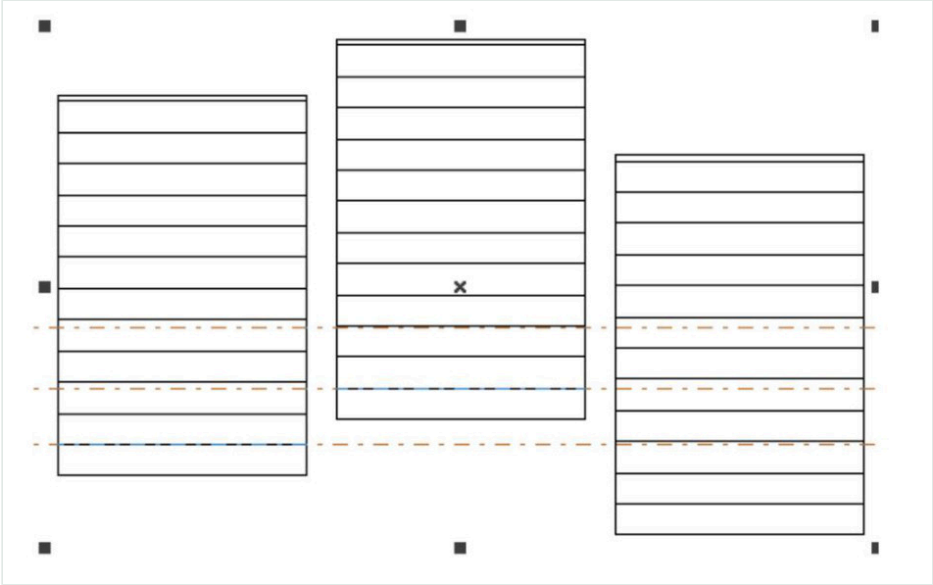

Figura 10-6 "Cálculo general del objeto" sin marcar
- 1. No marque "Cálculo general del objeto" (All Calc). El sistema marca siguiendo el orden de la lista de objetos: primero las líneas de relleno del primer rectángulo, luego las del segundo, y así sucesivamente, como se muestra en la Figura 10-6.